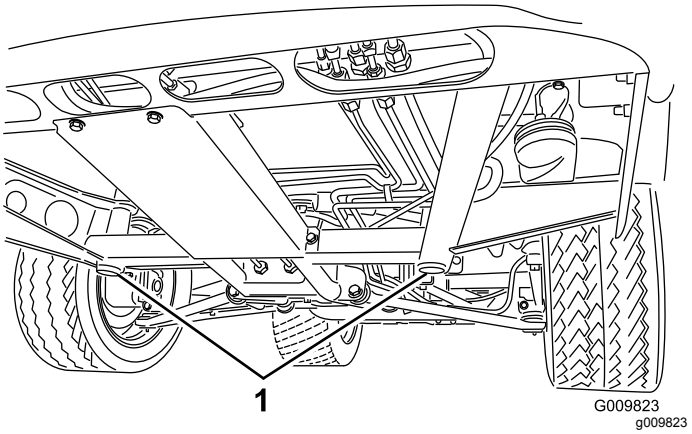
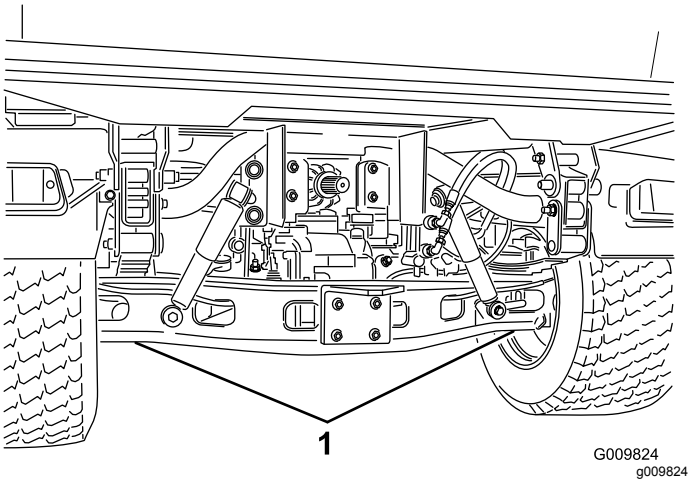

**Figuur 37**
**Figuur 38**
- Het krikpunt aan de voorkant van de machine bevindt zich onder het middelste steunpunt van het voorframe (Figuur 37) en aan de achterkant onder de achteras (Figuur 38).